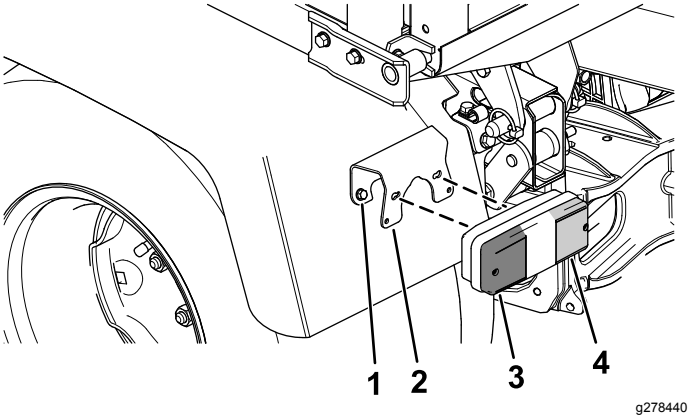

Figure 2
2. Fixez le feu stop/clignotant arrière sur l'aile à l'aide du support et de 2 vis (Figure 2).
Remarque: Placez bien le verre rouge (feu stop) à l'intérieur et le verre orange (clignotant) à l'extérieur (Figure 2).